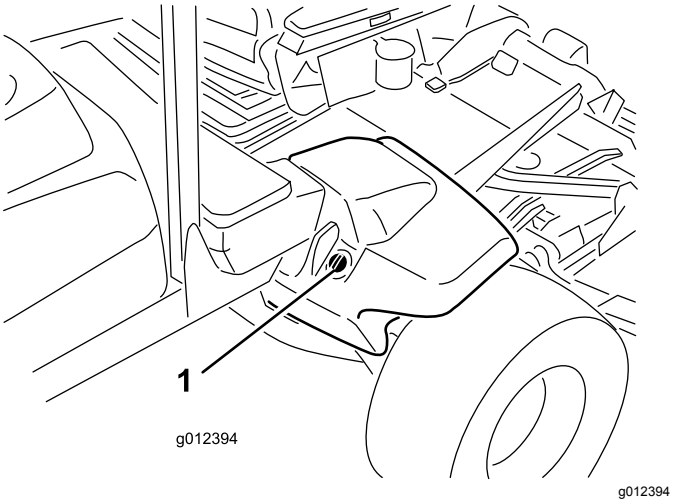

Figur 21
2. Rengjør rundt påfyllingshalsen og lokket på hydraulikkoljetanken (Figur 21). Ta lokket av påfyllingshalsen.